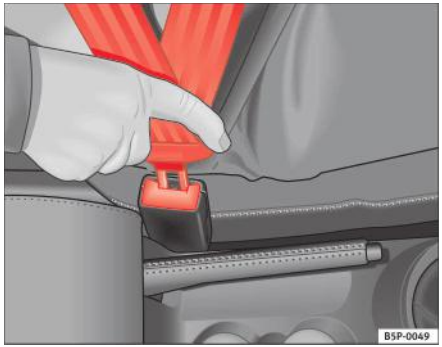

Fig. 11 Catarama şi limba centurii de siguranță
– Introduceți limba centurii în catarama corespunzătoare scaunului şi apăsați până ce aceasta se fixează cu un sunet specific ⇒ fig. 11.